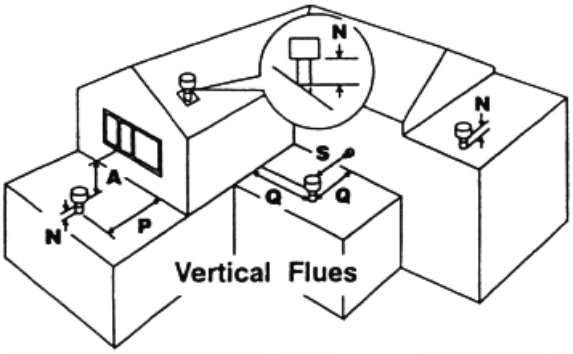

Fig 42
- Ensure that the maximum permissible flue length is not exceeded (Fig .42).
Measure the vertical distance between the top of the flue (Fig.42) and the bottom of the flue terminal assembly (Fig.41).